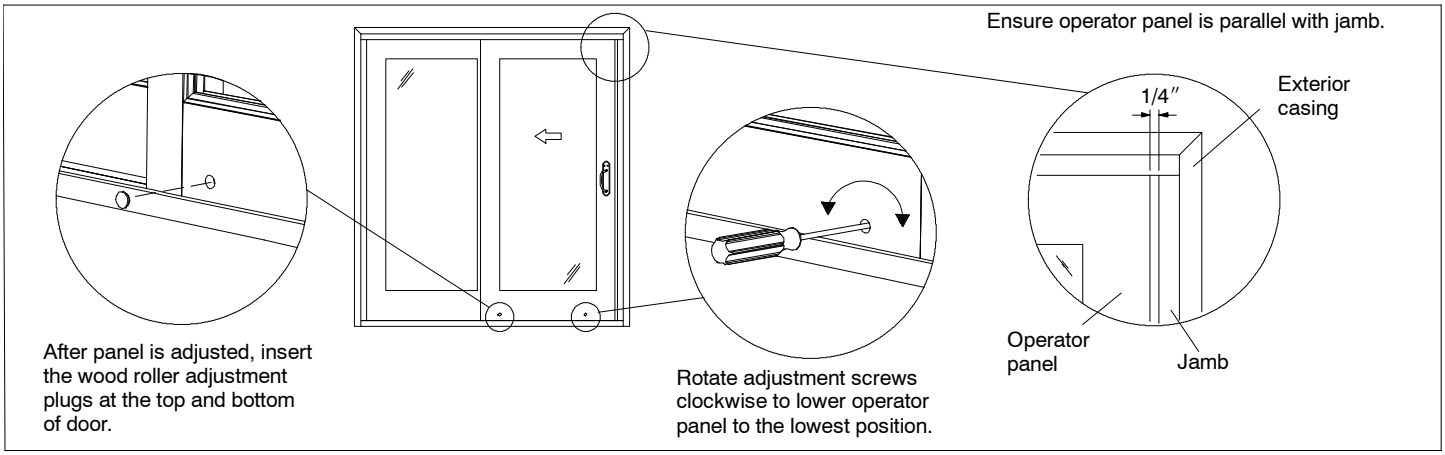

Figure 2: Adjusting the panel.
1. Rotate both adjustment screws clockwise until operator panel is in the lowest position. Then adjust screws counter-clockwise until door slides easily. See figure 2.
2. Open door 1/4″ (6) from the jamb and adjust door so it is parallel to the jamb. When the door is adjusted parallel to operator jamb, insert wood plugs at bottom of door. See figure 2.